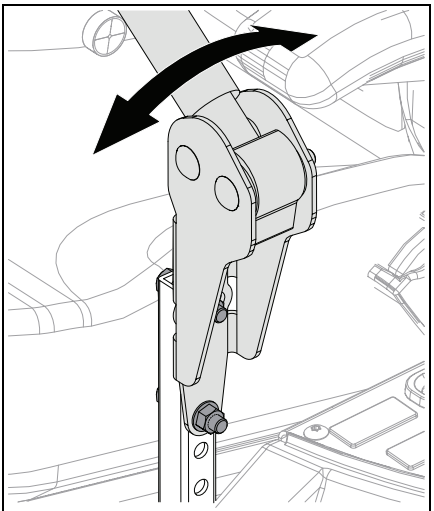

Figure 50
8. Loosen mounting hardware, align levers and tighten hardware. See Figure 50.